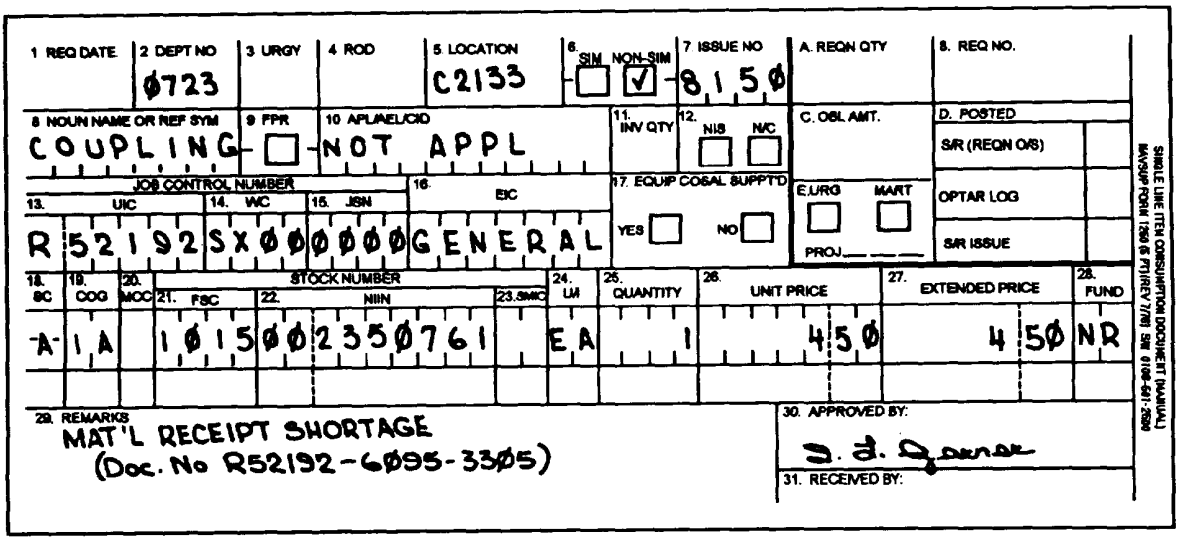

Figure 7-14.—Example of a report of receipt shortage as consumption.
- Data block S (Posted). Do not check the "S/R (Issue)" square. For an example, see figure 7-14.